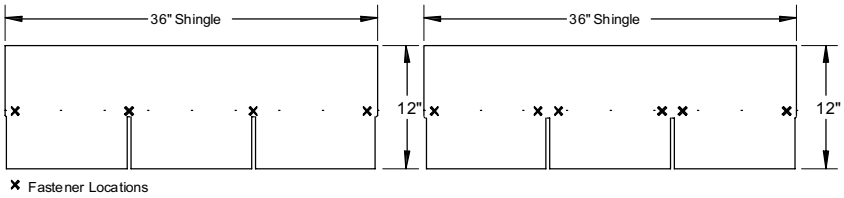

Figure 38. *Shingle fastener locations for Wind Zone I (left) and Wind Zones II and III (right).*
2. **Install shingles.** If shingles have been left off at the ridge line for site installation, install them now using 1” x 1” x 16 ga galvanized staples or 12ga 1-1/4” long, 3/8” diameter head roof nails. For Wind Zone I, fasten at 5/8 inch above each tab cutout slot and one at each end of the shingle one inch in from the edge (four fasteners for a three-tab shingle) (**Figure 38**). For Wind Zones II and III, use two fasteners 5/8 inch above and on either side of the tab slots and one at each end of the shingle one inch in from the edge (six fasteners for a three-tab shingle). Do not fasten through the shingle tar line.